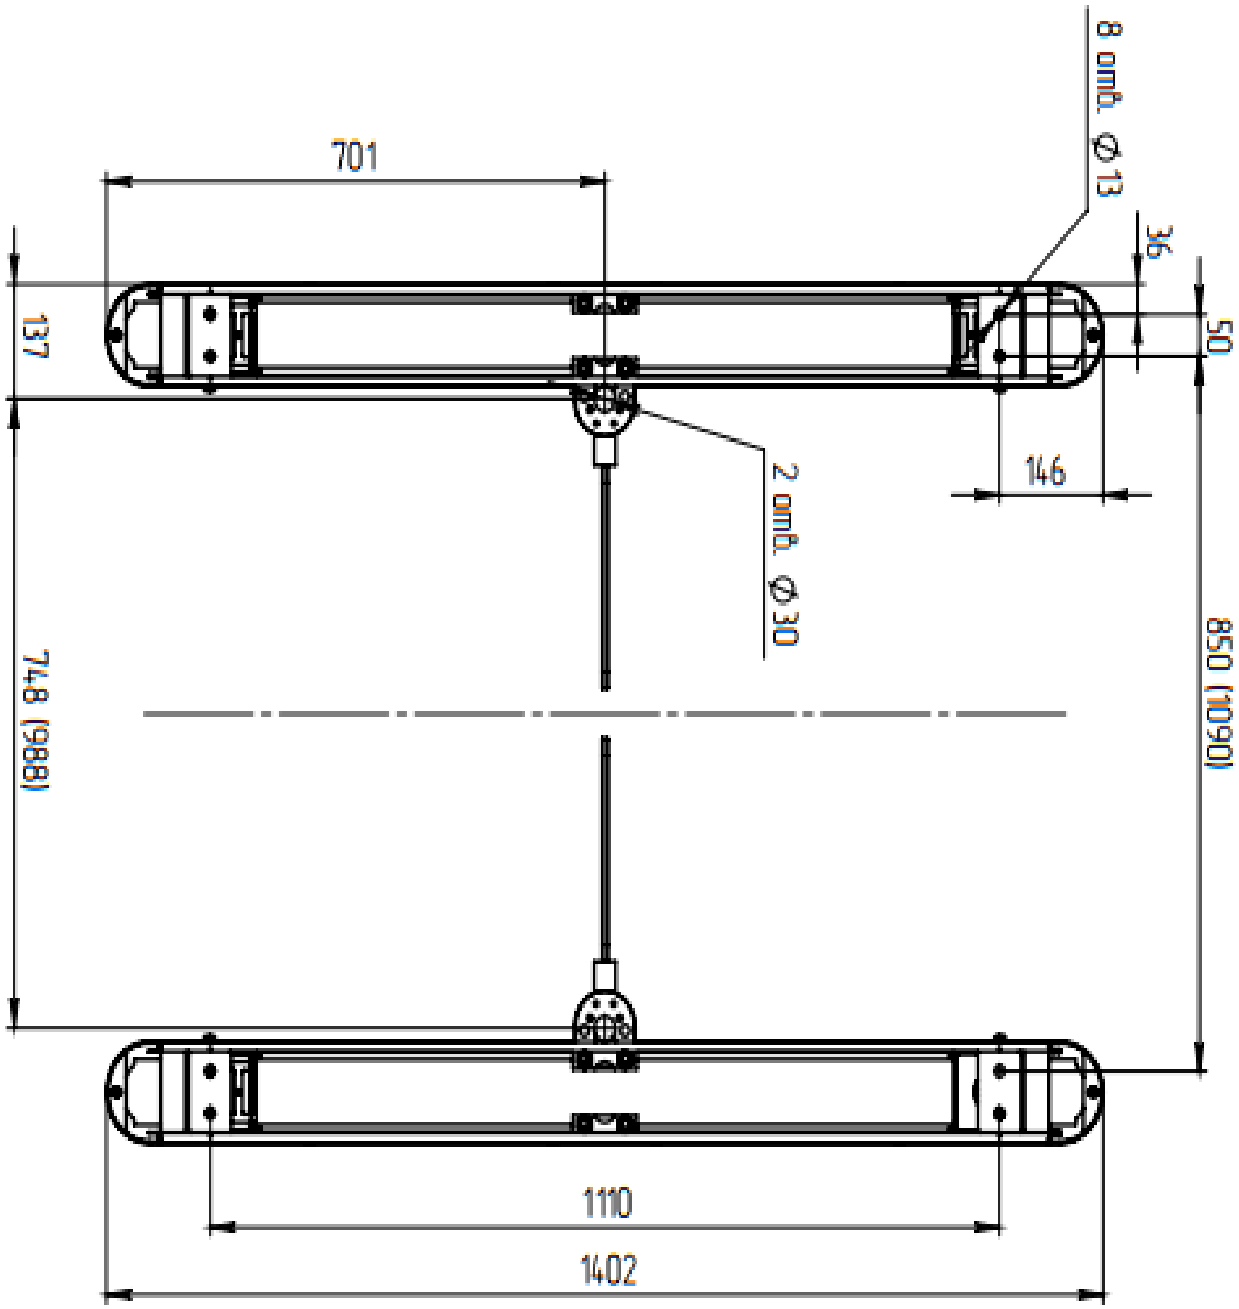

Рисунок 2 – Установочные размеры площадки турникета при ширине прохода 660 мм
4.1.4 Рисунок 2 – подводку кабелей производить через отверстие диаметром 50 мм в нижних плитах модулей турникета.